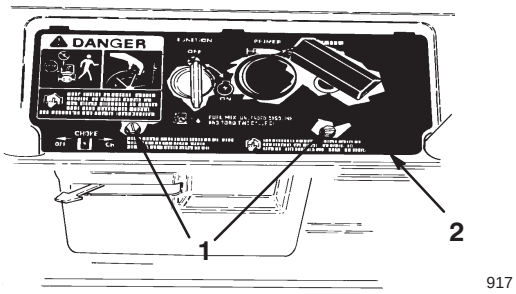

Figure 15
3. Remove the two screws that secure the control panel to the housing (Fig. 15).